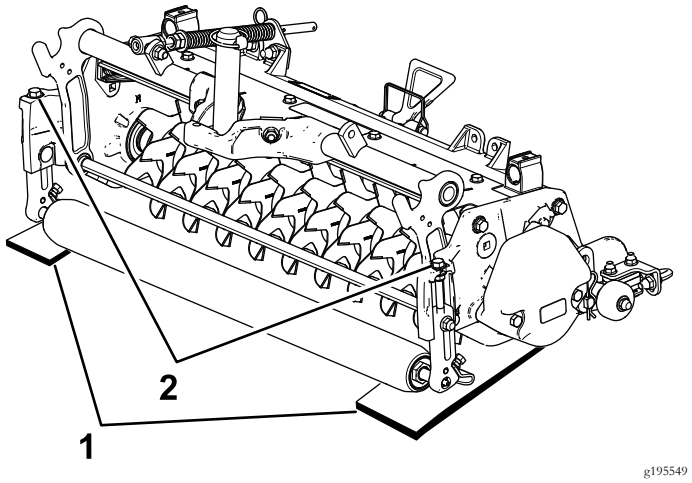

Figura 9
2. Coloque 2 barras de ajuste, cuyo grosor sea igual a la profundidad deseada de penetración en el suelo, debajo de los rodillos delantero y trasero del molinete de verticorte (en cada extremo del molinete) (Figura 9).
3. Gire el perno de ajuste de cada soporte de altura de corte (Figura 9) hasta que las cuchillas toquen la superficie nivelada en cada extremo del molinete.